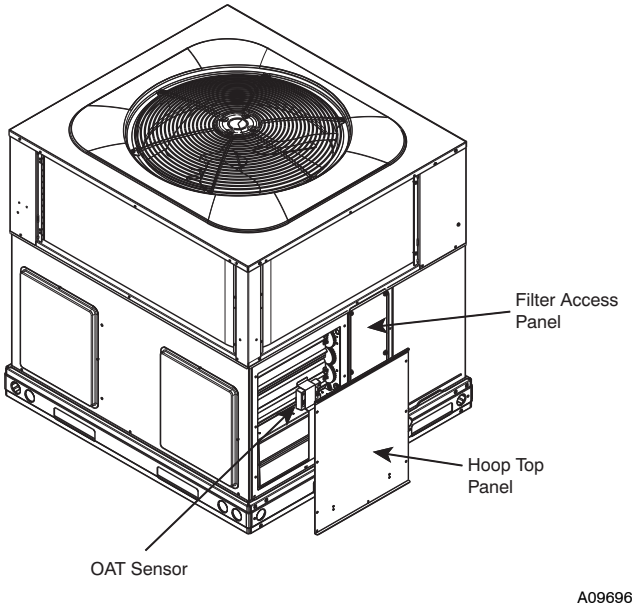

Fig. 34 - Economizer Hood Top Panel Removal
2. Remove economizer hood top panel from the return side of the unit. See Fig. 34. Keep screws and panel next to the unit.